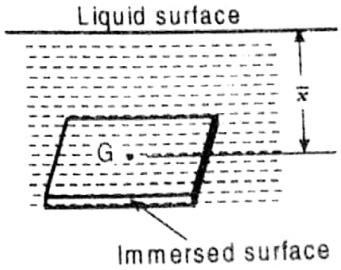

Fig. 3.2
1. *Horizontally immersed surface.* The total pressure on a horizontally immersed surface, as shown in Fig. 3.2, is given by